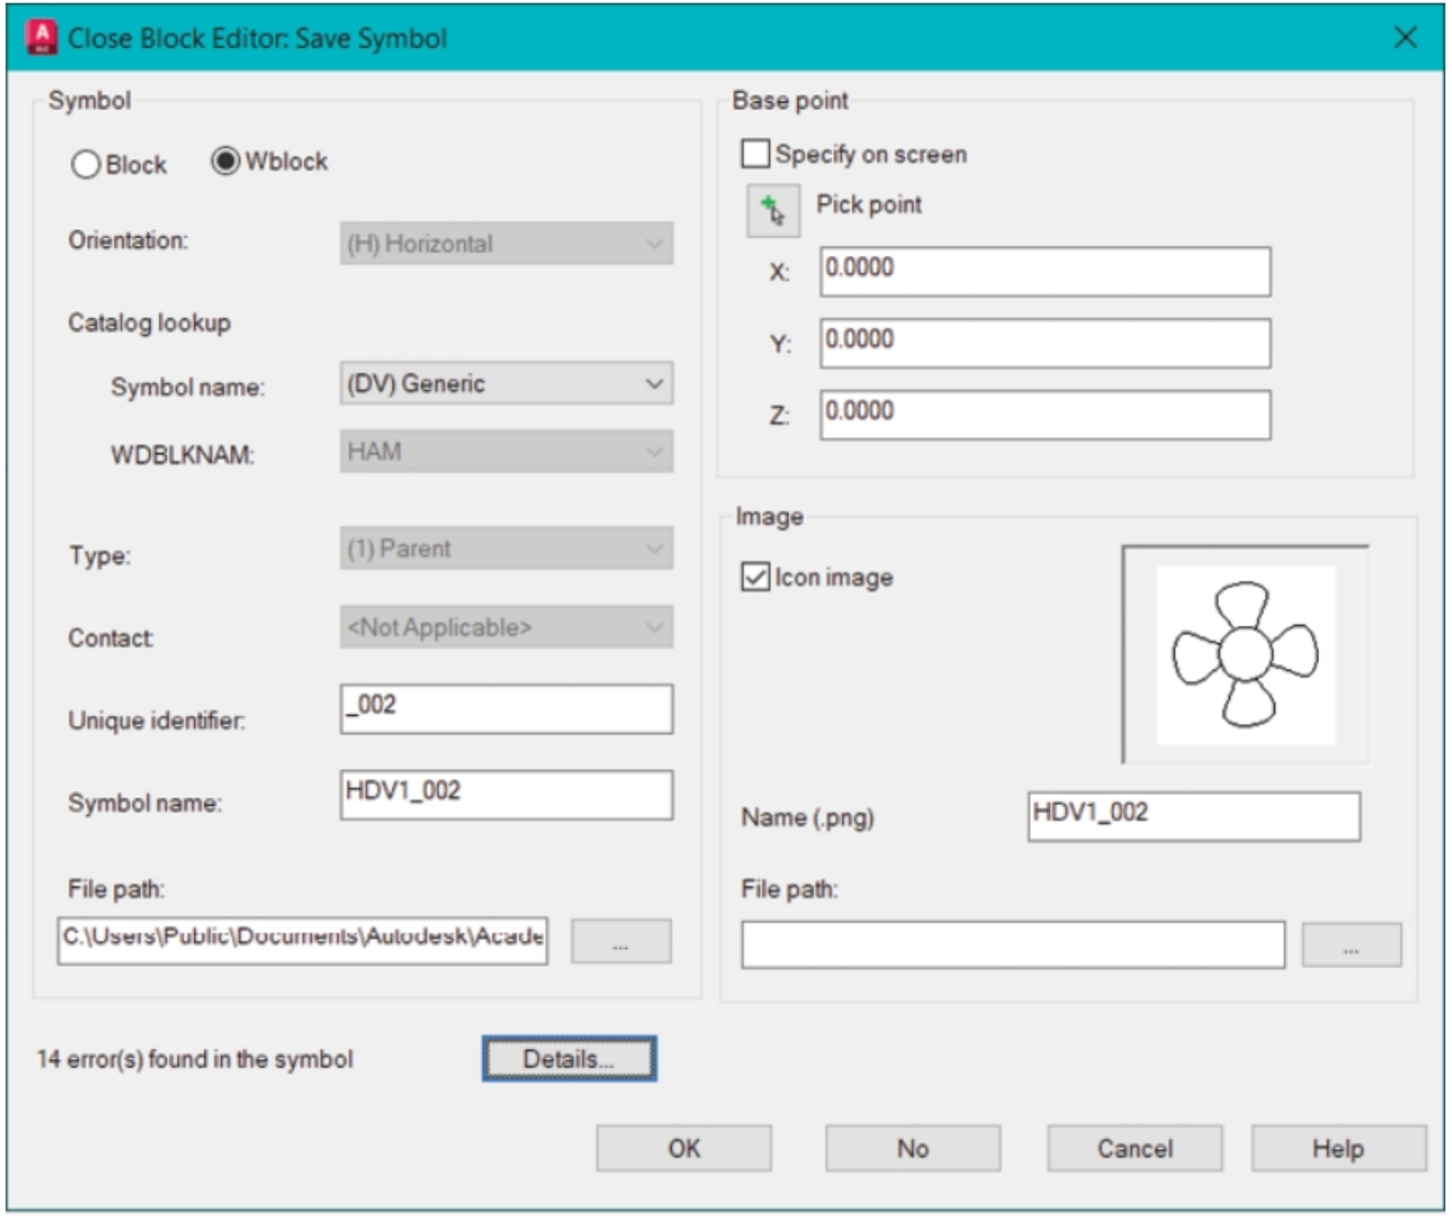

Figure-56. Close Block Editor dialog box
- Click on the **Done** button from the **Symbol Builder** contextual tab. The **Close Block Editor: Save Symbol** dialog box will be displayed; refer to Figure-56.